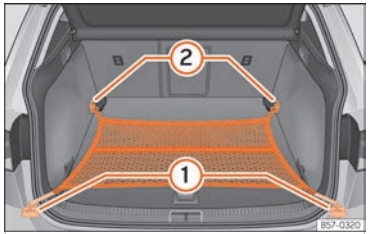

Fig. 175 In the boot: net bag hooked up at floor level.
- Secure the net hooks to the fastening rings ››› Fig. 175 ① and ② ››› ⚠. The bag zip should be facing upwards.